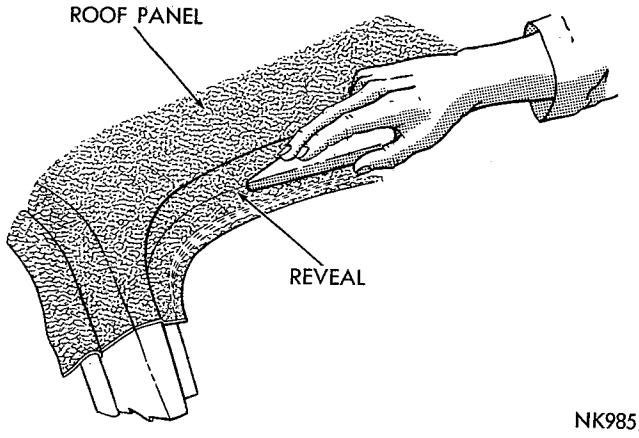

**Fig. 3—Positioning Cover in Window Reveal**
(9) Press cover into the windshield and rear window reveals using a dull pointed fibre tool (Fig. 3).